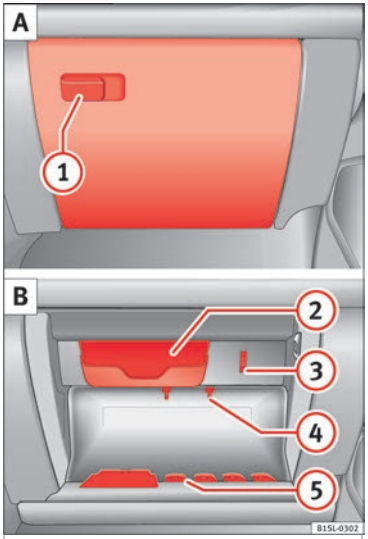

Fig. 123 Storage compartment with cover on the passenger side
Pull the lever to *open* ››› **Fig. 123** (1).